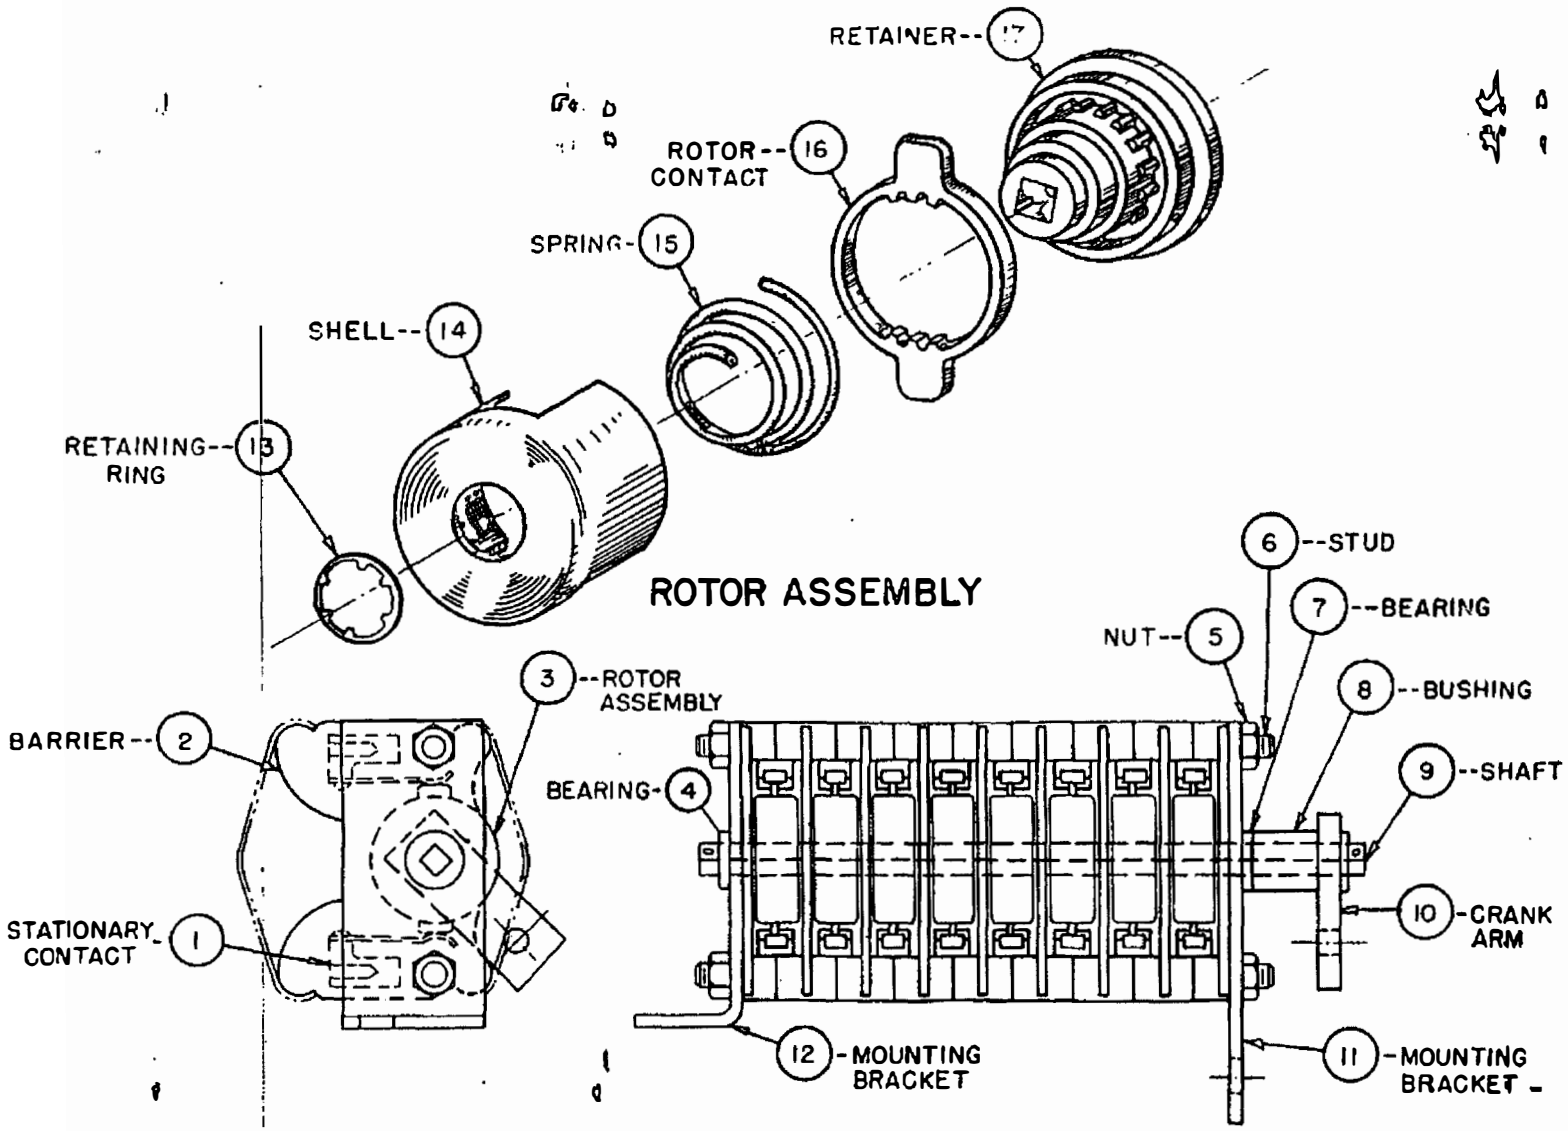

FIG. 11
4.11 AUXILIARY SWITCH (FIG. 11)